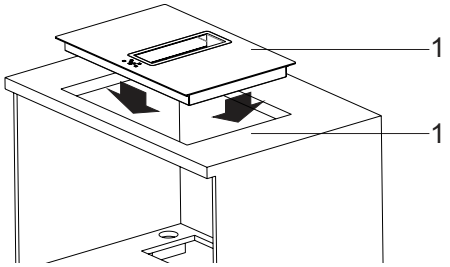

Abb. 9
4. Das Kochfeld in die Mitte der Arbeitsplatte platzieren(Abb. 9).